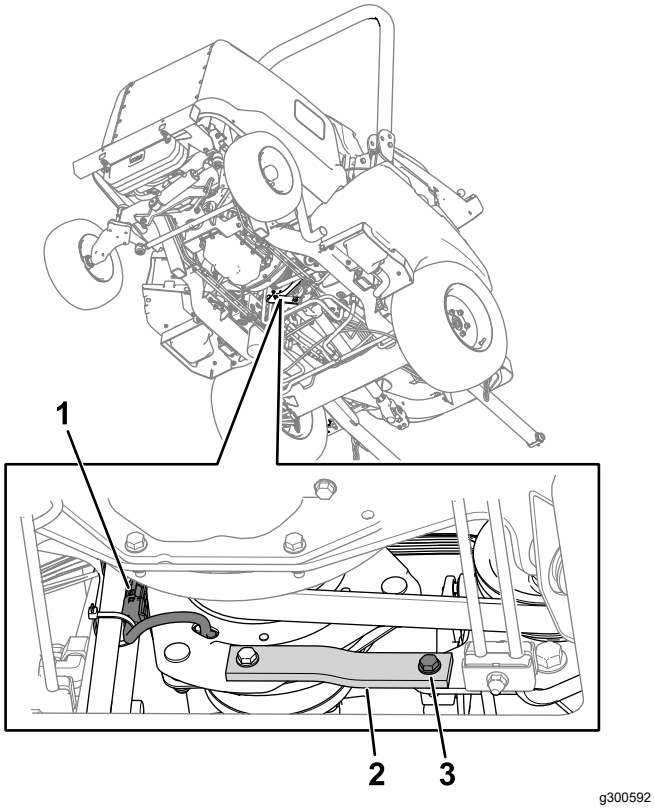

Figur 79
2. Fjern koblingens ledningskonnektor fra maskinens ledningsnet (Figur 79).
3. Fjern bolten, spændeskiven og møtrikken fra metal- og gummistropperne (Figur 79) på stellet.